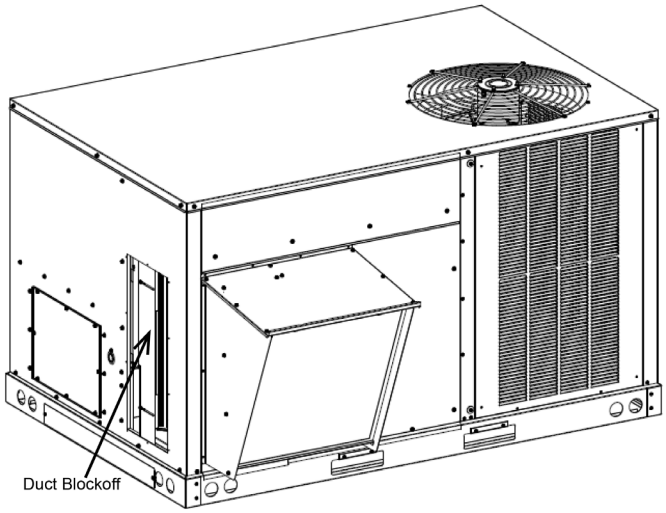

Figure 9 - Fully Assembled Economizer
8. With economizer fully installed, loosen the duct blockoff and slide it toward the filter rack to minimize air by-pass (see Figure 9).